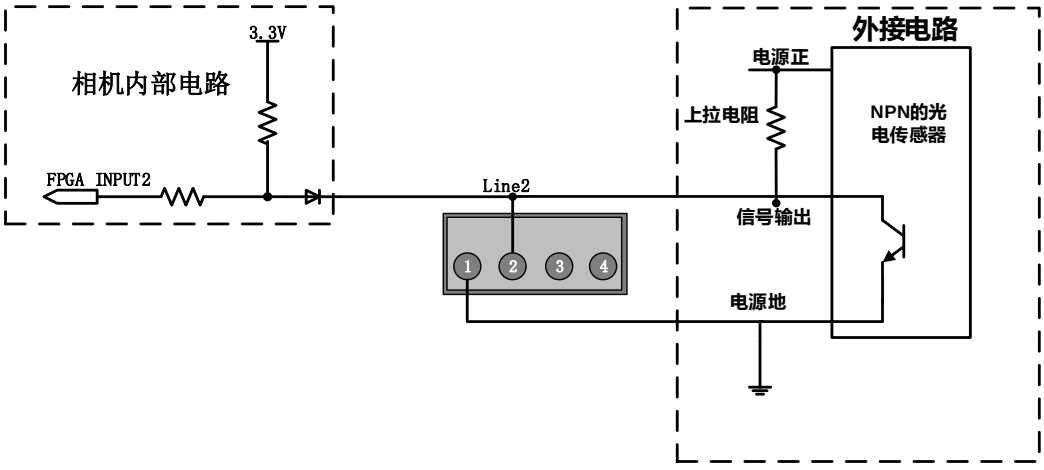
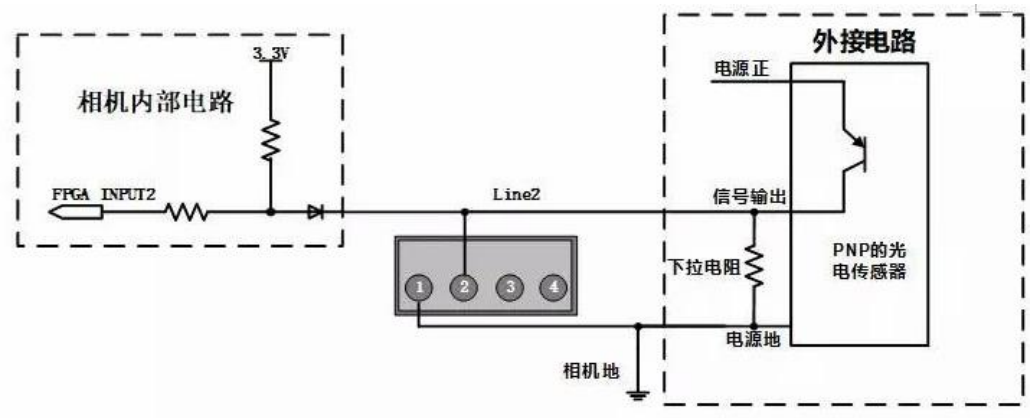

图 7-13 NPN 型光电传感器连接到 Line2 输入电路
图 7-14 PNP 型光电传感器连接到 Line2 输入电路
- Line2/3 输入高电平时，输入电流小于 100μA；Line2/3 输入低电平时，输入电流小于-1mA。Line2 和 Line3 输入电路和 NPN 型、PNP 型光电传感器的连接方法见图 7-13 和图 7-14。上拉电阻阻值和外接电源电压的关系见表 7-8